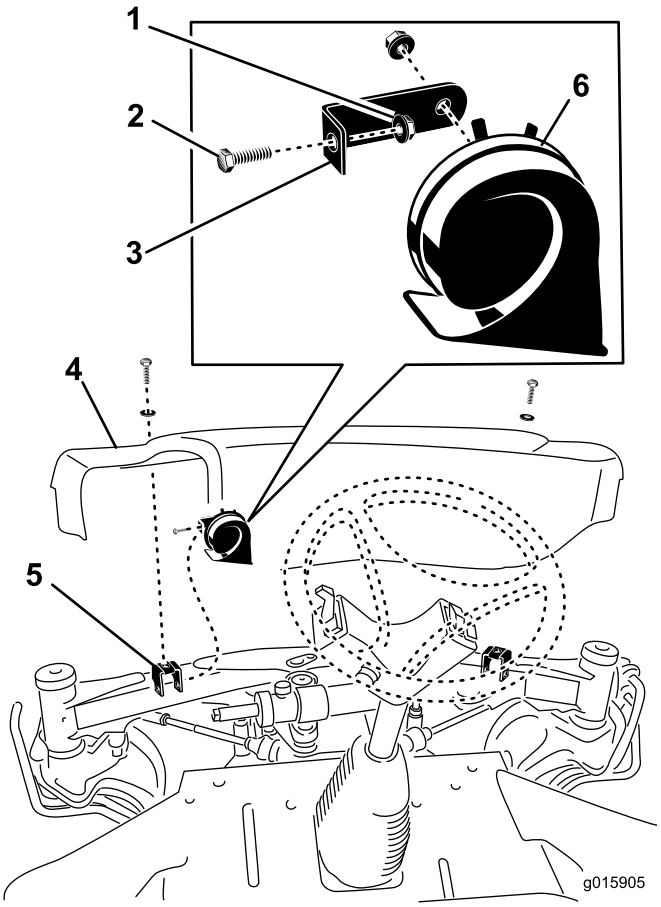

Figur 7
1. Fjern de (2) skruene og skivene som fester frontdekslet til frontakselbrakettene (Figur 7). Fjern frontdekslet.
2. Monter hornet på hornbraketten til venstre dekselmonteringsbrakett med 5/16 x 3/4 tommes skrue og 5/16 flensmutter (Figur 7).
4. Etter at ledningssatsen er koblet til hornet, monter frontdekslet til frontakselen med de (2) skruene du fjernet tidligere.